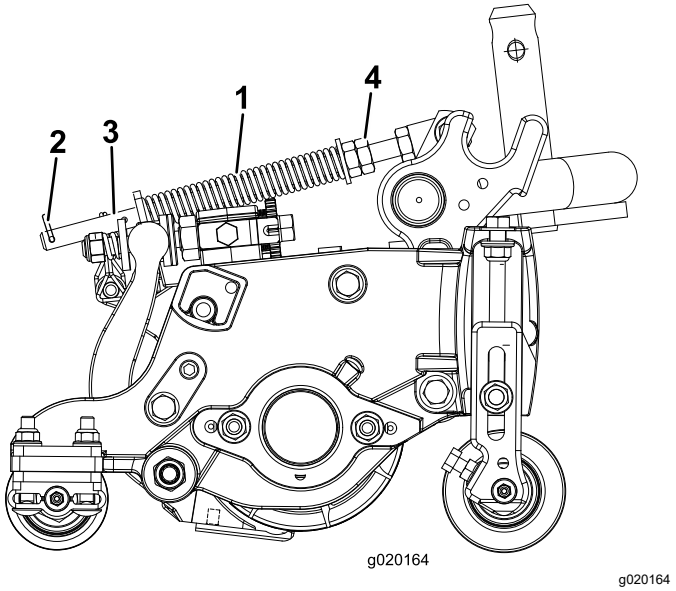

**Figuur 14**
De gazoncompensatieveer (Figuur 14) zorgt ervoor dat het gewicht van de voorste naar de achterste rol wordt verplaatst. Dit voorkomt dat er een golfpatroon in de grasmat ontstaat, ook wel bekend als 'bobbing'.
1. Monteer de borgpen in de achterste opening in de veerstang (Figuur 14).